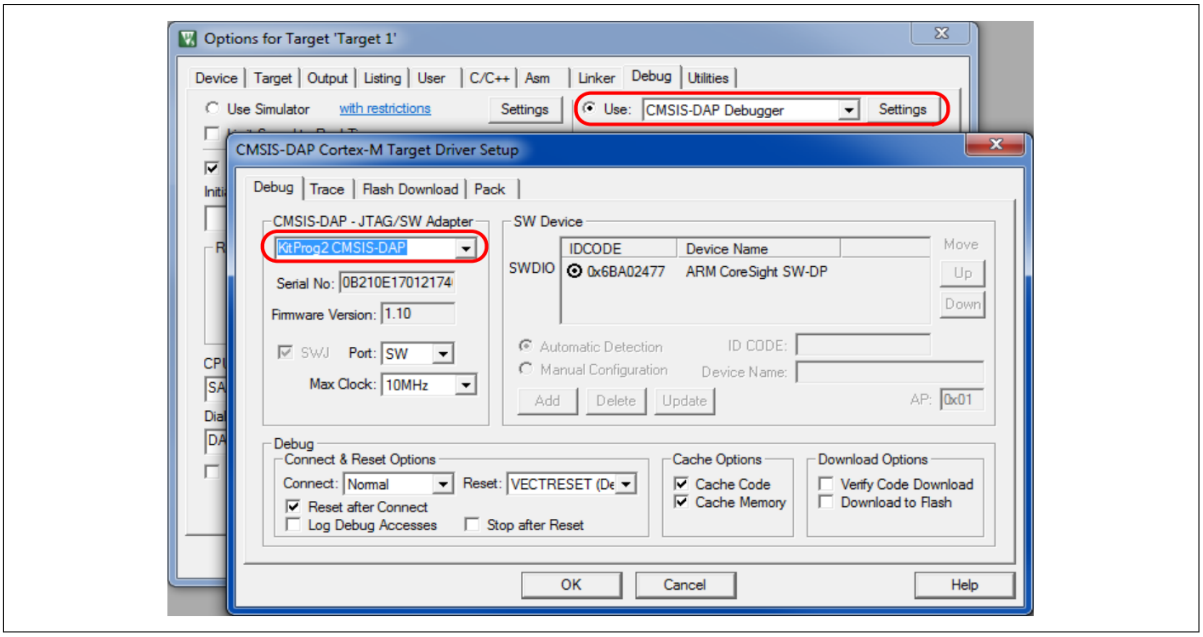

**図 24　　プロジェクトデバッグオプション**
図 24 に示すように、**Debug** タブで、**Use CMSIS-DAP Debugger** を選択してください。**Settings** をクリックし、**KitProg2 CMSIS-DAP** を選択して、他のすべての設定が表示されているデフォルトになっていることを確認してください。**OK** をクリックしてオプションダイアログに戻ってください。
- **Options** ダイアログの **Debug** タブの Target Driver Setup で、**Reset** オプションに VECTRESET を選択してください。図 24 を参照してください。